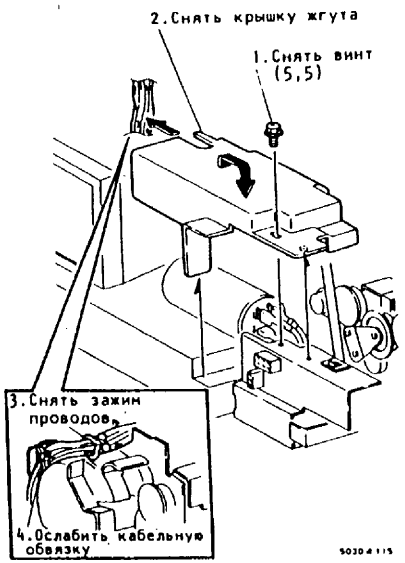
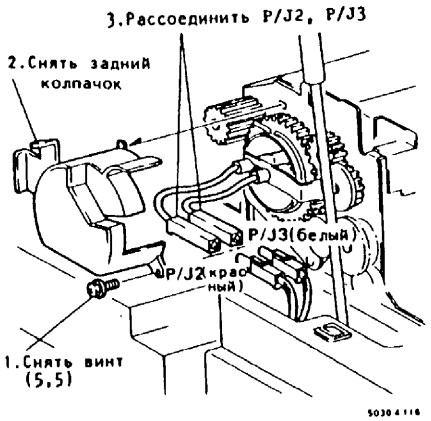
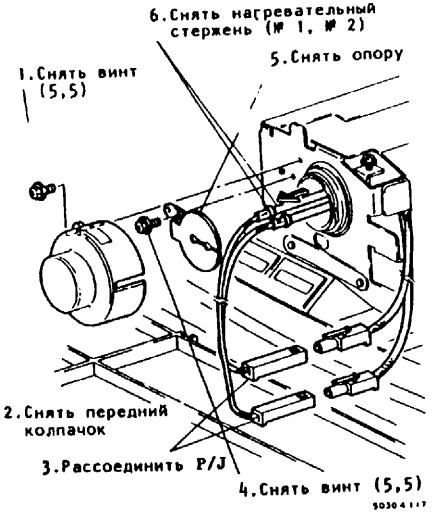

Рис.1. Снятие нагревательного стержня (№ 1, № 2)
Рис.2. Снятие нагревательного стержня (№ 1, № 2)
Рис.3. Снятие нагревательного стержня (№ 1, № 2)
5. (Рис.1, Рис.2, Рис.3): Снять нагревательный стержень (№ 1, № 2).